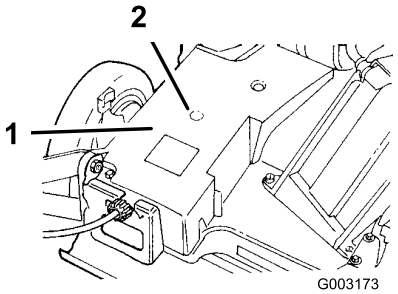

**Figura 21**
2. Montate un ingrassatore a pressione sul raccordo di ingrassaggio nell'apertura del copricinghia (Figura 21).